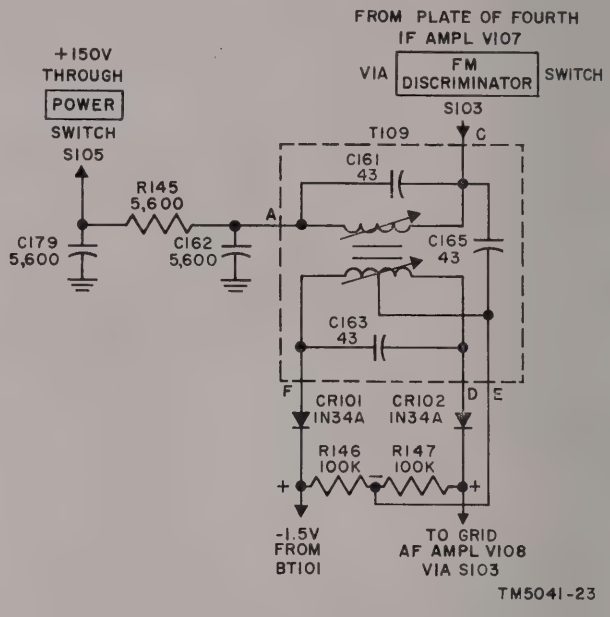

Figure 23. FM discriminator, schematic diagram.
(2) With switch S103 in the ON position, the output of tube V107 is fed to the FM discriminator (fig. 23). The FM discriminator then forms the plate load for tube V107. Plate voltage for tube V107 is applied through the primary of T109. Resistor R145 and capacitors C162 and C179 replace the decoupling network made up of resistor R133 and capacitors C148, C149, and C189. With switch S103 in the OFF position, plate voltage for tube V107 is dropped across resistors R131 and R133, which have a total resistance of 12,400 ohms. With switch S103 in the ON position, plate voltage for tube V107 is dropped across R145 (5,600 ohms) operating tube V107 at a higher plate voltage.
(1) The signal applied to the control grid of V108 is a dc voltage. It varies at an audio rate when an AM carrier is being received. When an unmodulated carrier is being received, or when the output from the calibrating oscillator is being used, the dc voltage is substantially steady.
(2) The meter circuit operates the same on modulated and unmodulated signals; however, no audio output is produced by unmodulated signals.
b. Audio Amplifier. The audio signal from either the AM detector or the FM discriminator is applied to the control grid of tube V108 for amplification. In the ON position of switch S103, a bias of 1.5 volts is applied to the grid of V108 (fig. 23). In the OFF position of switch S103, no battery bias is applied to the grid of V108. The amplified audio signal at the plate of V108 appears in the primary of audio output transformer T108. Capacitor C157 bypasses any remaining RF in the plate circuit. Capacitor C142B and resistor R141 decouple the plate circuit from the high-voltage supply. The secondary of audio output transformer T108 provides for connecting a 600-ohm headset at AUDIO OUTPUT jack J104. Choke L104 and feed-through capacitor C159 filter any remaining RF from the audio output. The cathode circuit of tube V108 is described in paragraph 44*b*.
(fig. 23)